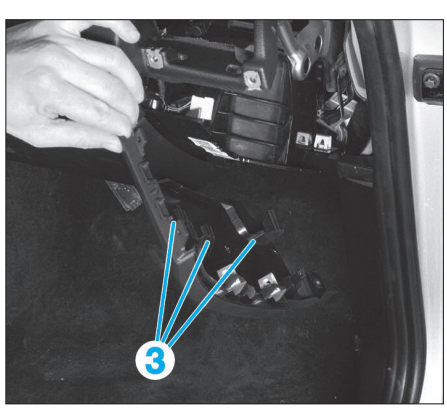

Fig. 31
• Dégrafer le cache extérieur aux endroits indiqués (3)**(Fig.31)**, puis le dégrafer latéralement.